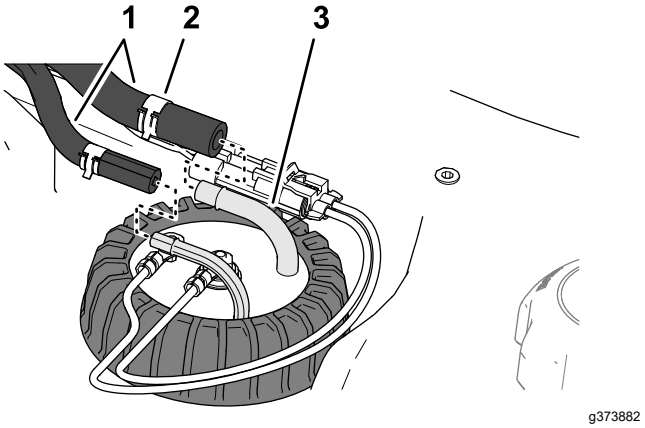

Рисунок 120
4. Сдвиньте зажимы, которые крепят шланги к штуцерам датчика уровня топлива, идущие внутрь, и снимите шланги со штуцеров (Рисунок 120).